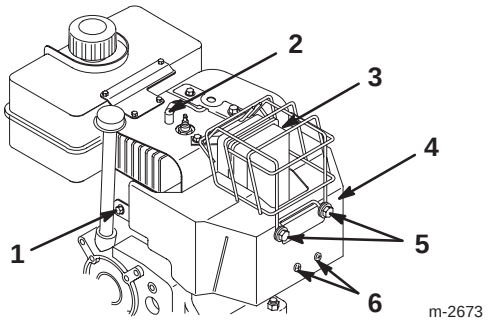

Bild 23
Entfernen Sie den Vergaserheizkasten (Bild 23), wenn der Motor bei Temperaturen über 4°C eingesetzt wird.
1. Ziehen Sie das Zündkabel ab und achten Sie darauf, dass das Kabel nicht mit der Kerze in Berührung kommt (Bild 23).
4. Bringen Sie die Befestigungselemente für den Vergaserheizkasten wieder an (Bild 23).